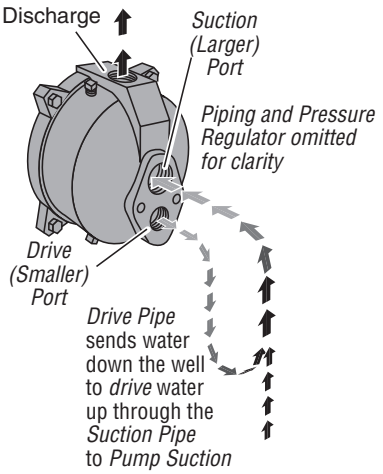

Figure 2 - Drive and Suction Functions
3. Install the pump and tank in the system. Make sure that all pipe joints in the suction pipe are air-tight as well as water tight. See Figure 2.